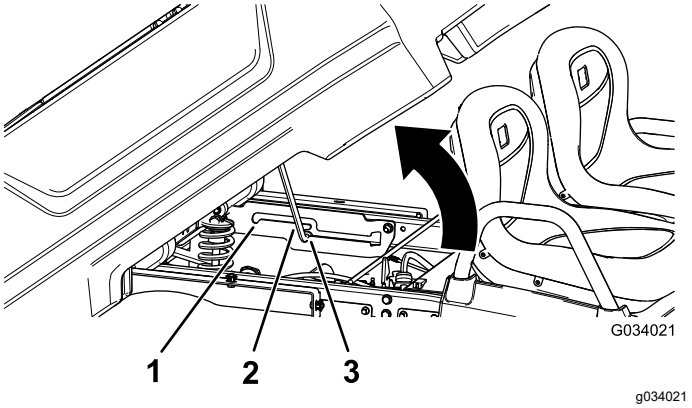

Figura 16
2. Tire de la varilla de sujeción hasta la ranura de retención de la posición de volcado para fijar la plataforma antes de volcar la carga (Figura 16).
2. Tire de la varilla de sujeción hasta que entre en la ranura de retención de la posición de servicio, para afianzar la plataforma mientras se realizan tareas de mantenimiento (Figura 16).
2. Extraiga la varilla de sujeción de la muesca de la ranura (Figura 16).